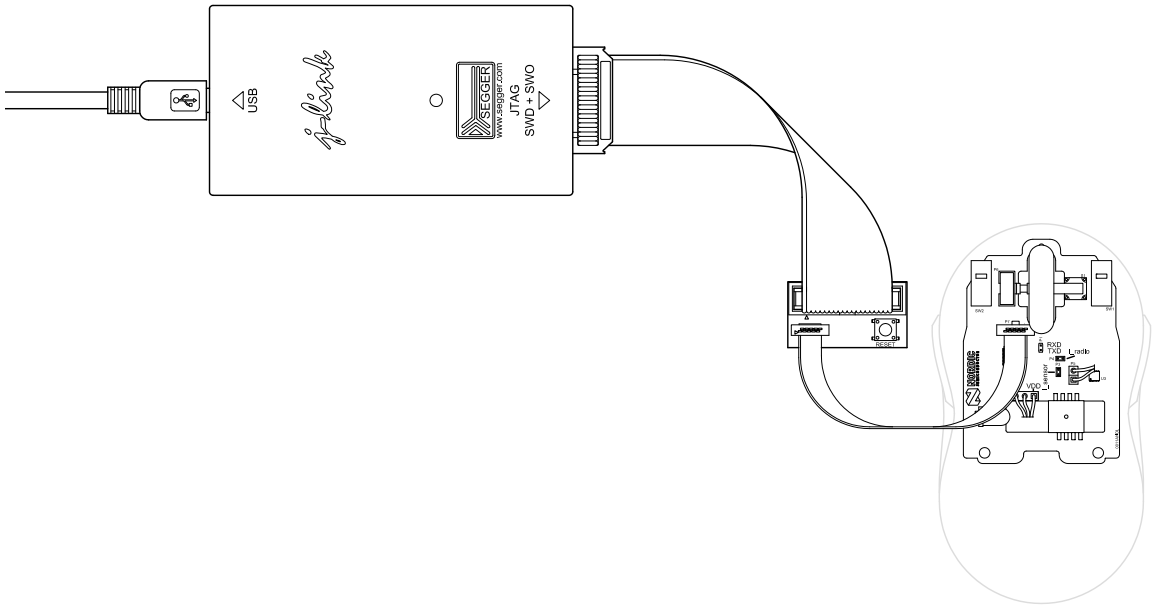
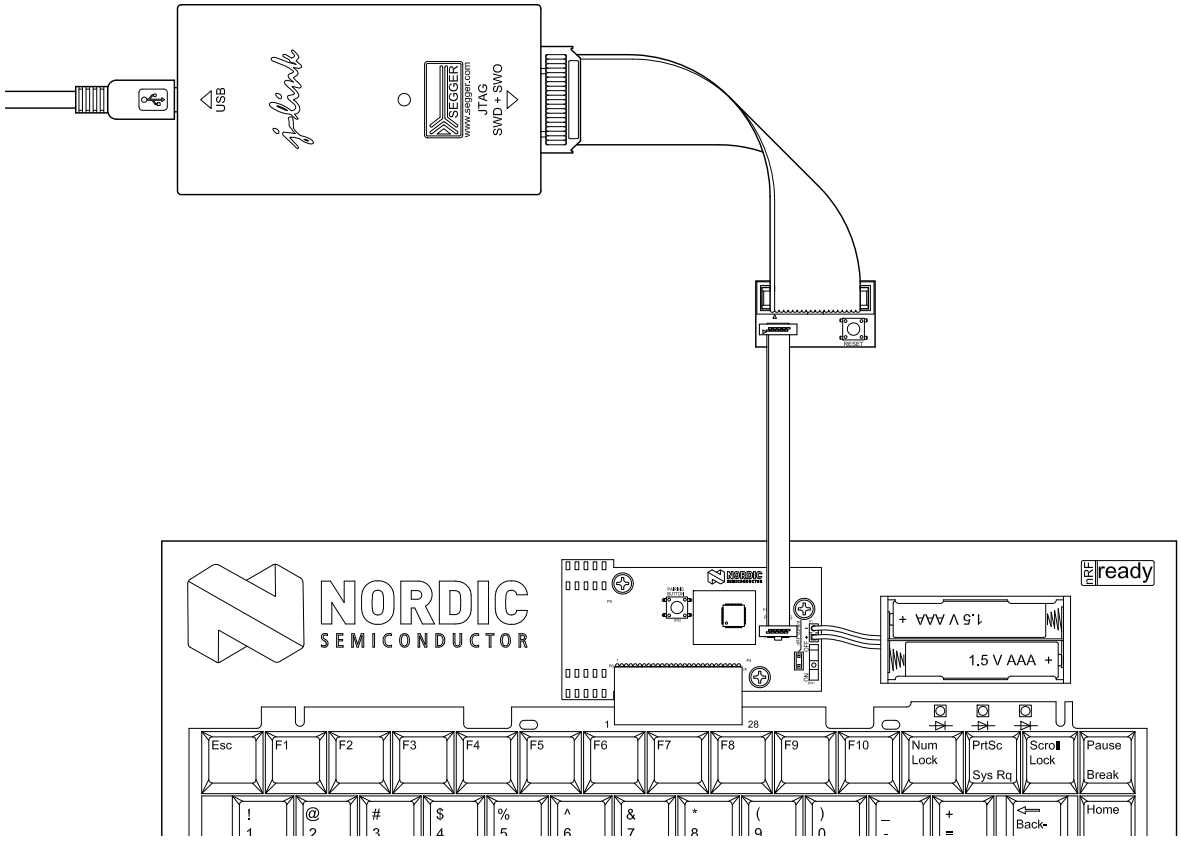

***Figure 32*** *Connecting the SEGGER J-Link to the mouse*
***Figure 33*** *Connecting the SEGGER J-Link to the keyboard*
1. Connect the SEGGER J-Link to the Desktop 2 Mouse, see ***Figure 32***, or to the Keyboard, see ***Figure 33***.